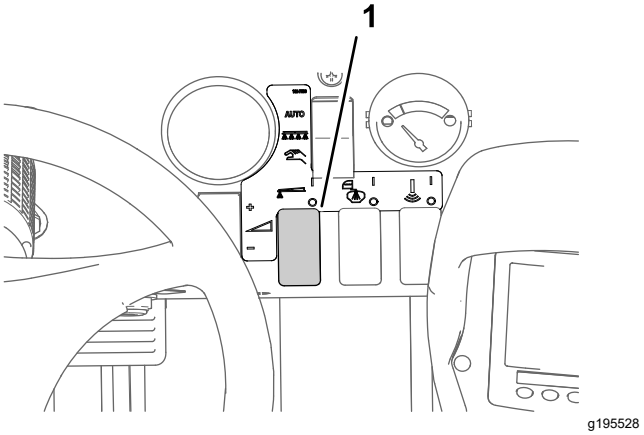

Figura 42
8. Utilice el interruptor de caudal para obtener la presión de fumigación deseada, según lo indicado en la Guía de selección de boquillas proporcionada con el fumigador (Figura 42).